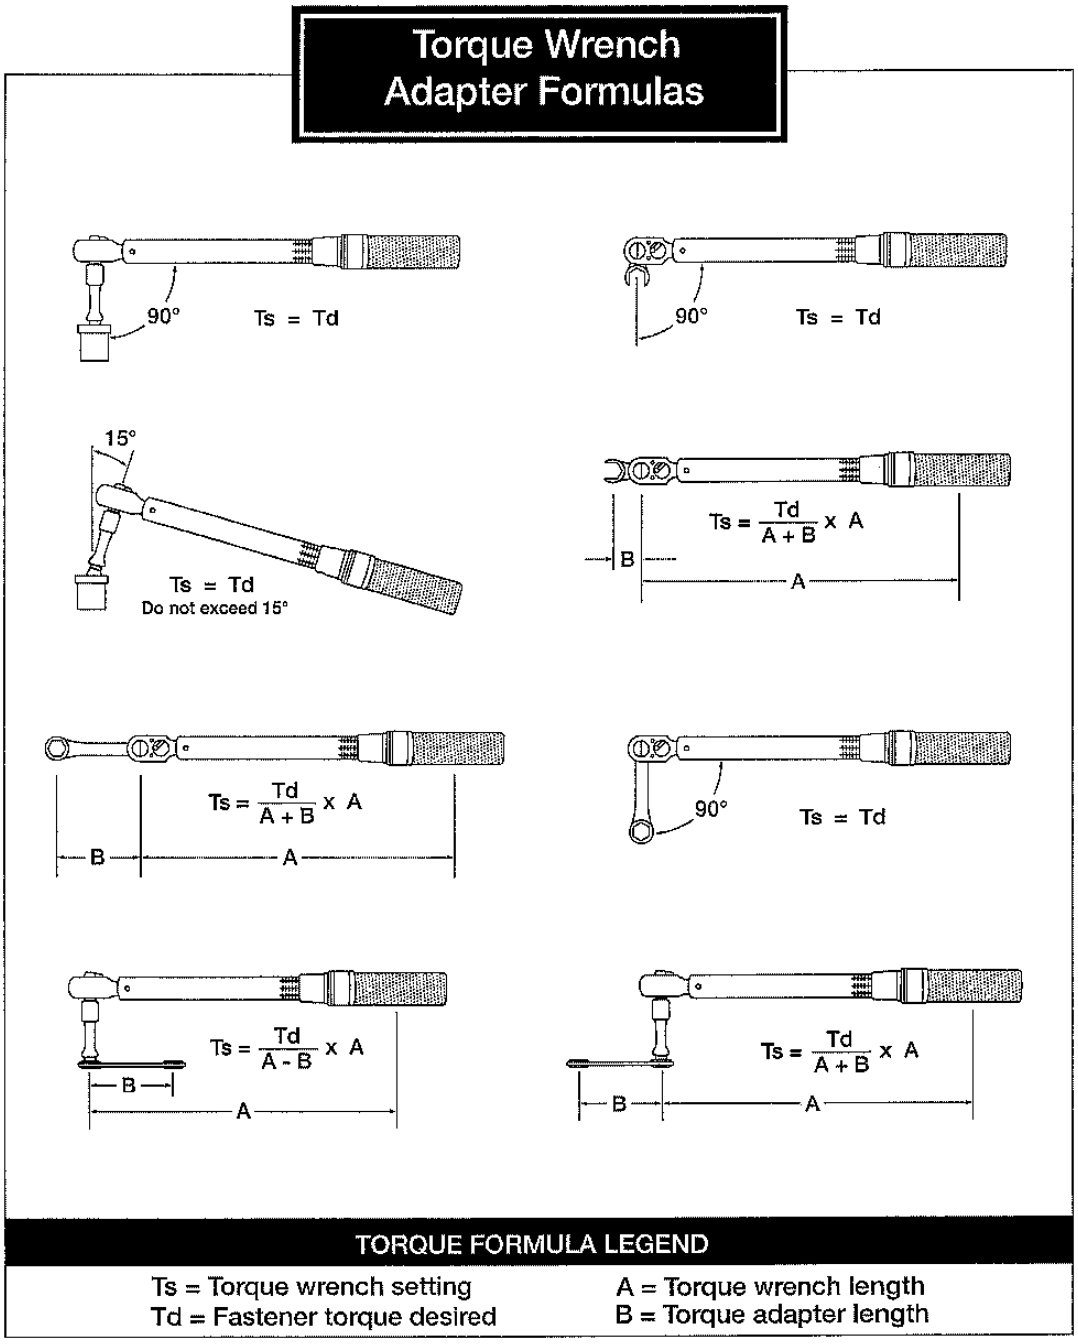

Fig. 605: Identifying Torque Wrench Adapter Formulas
- Calculate the correct torque wrench setting for the following torque. Refer to the Torque Wrench Adapter Formulas in the **Fig. 605**.